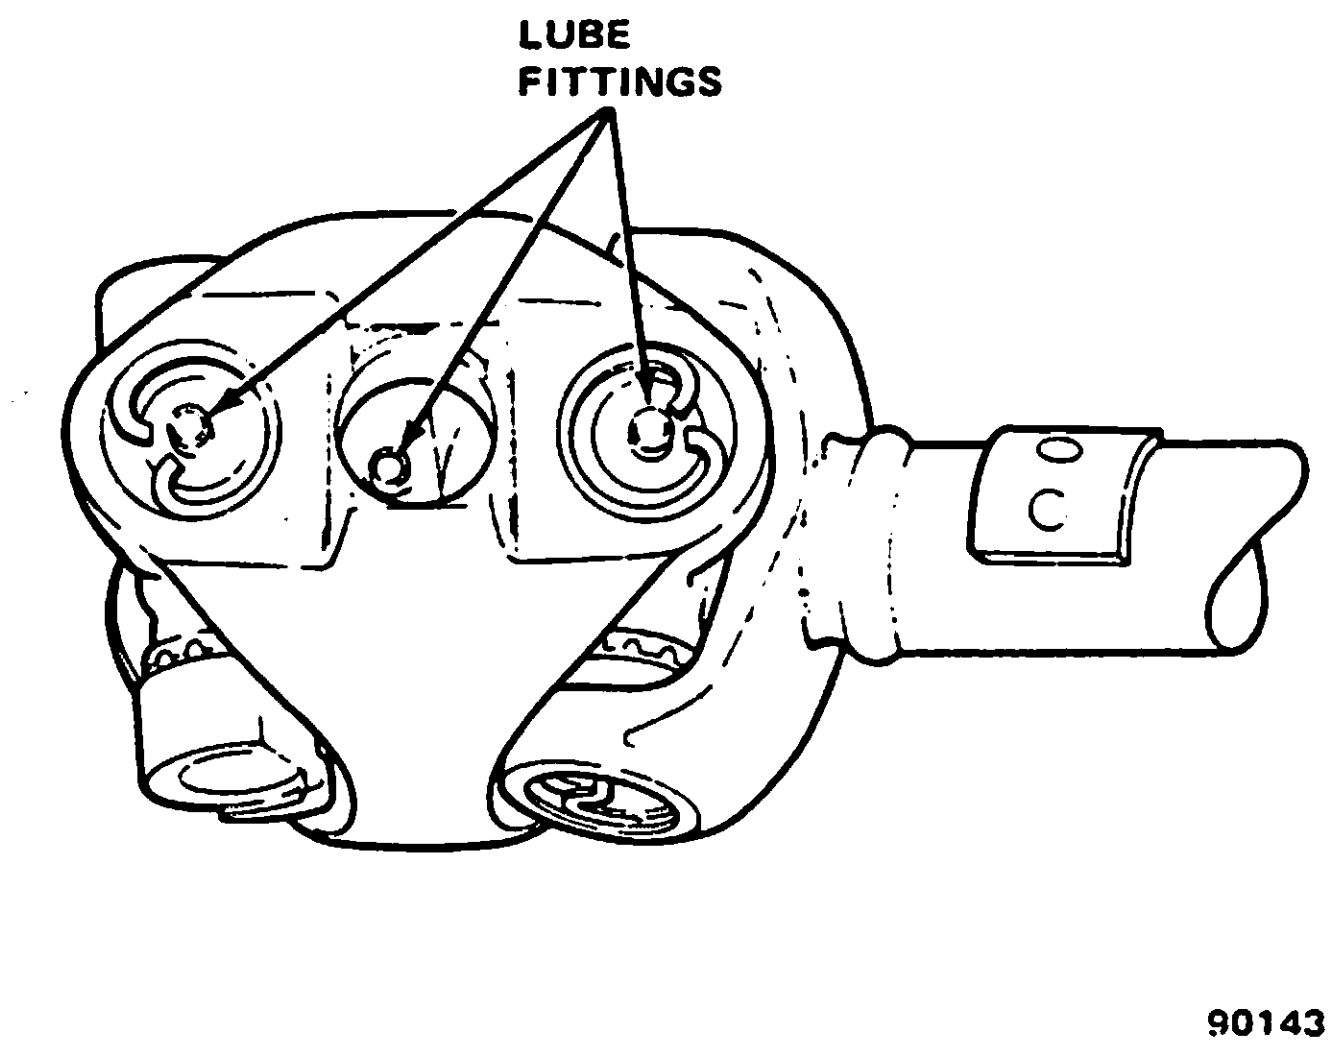

Fig. B-20 Double Cardan Joint
(1) Raise vehicle on frame-contact type hoist (front wheels must be free to rotate).
(2) Clean dirt from around double cardan joint (fig. B-20).
(3) Lubricate joint using needle-type Lubrication Adapter J-25512-2.